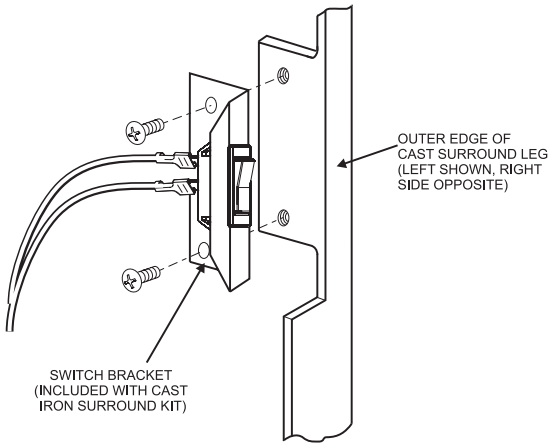

Figure 12
4. Install the switch bracket with screws as shown in **Figure 12** to the back of the cast surround leg.